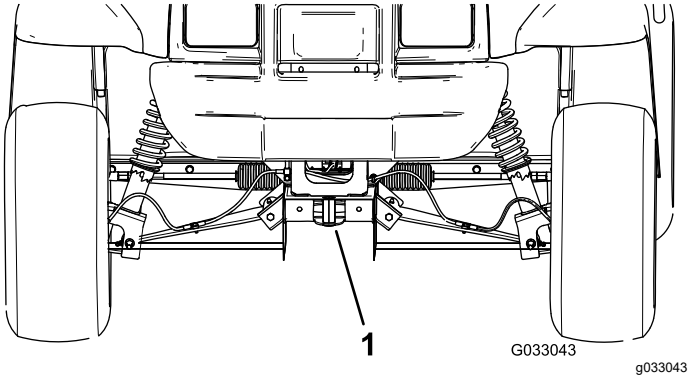

**Figuur 20**
- Het hefpunt vooraan de machine bevindt zich aan de voorzijde van het frame, achter de sleeplip (Figuur 20).